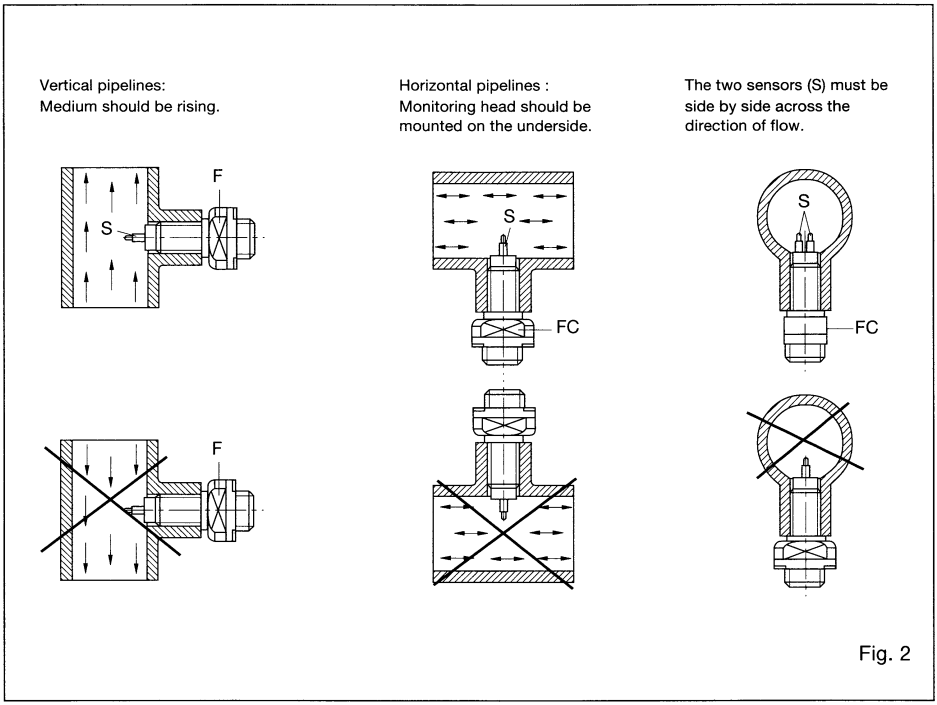

Fig. 2
2. For best performance the monitoring head should be installed in the pipeline in accordance with the following conditions (see fig. 2).
3. The monitoring head should be screwed into the pipeline far enough to ensure that the sensors (S) are positioned fully in the flow stream (see fig. 2). However, care should also be taken that the sensor is not screwed in too far, thus causing an undue restriction in the pipe bore.